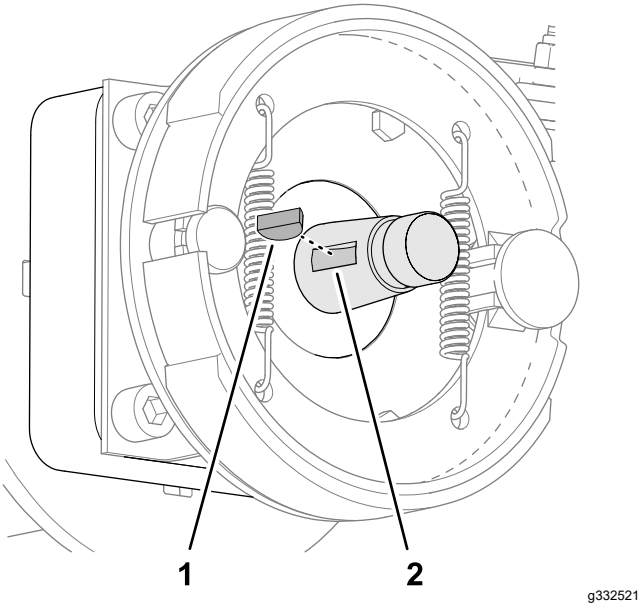

Figur 85
2. Sätt in woodruffkilen i skåran på hjulmotoraxeln (Figur 85).